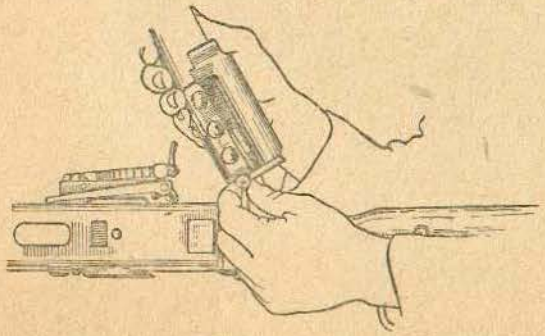

Рис. 12. Как отделить крышку короба
2. Отделить крышку короба (рис. 12). Нажать на защёлку и откинуть крышку короба (если не была откинута